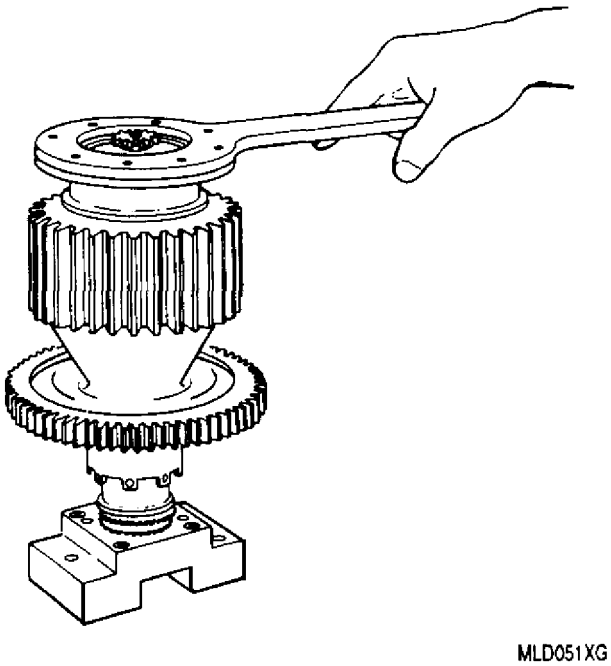
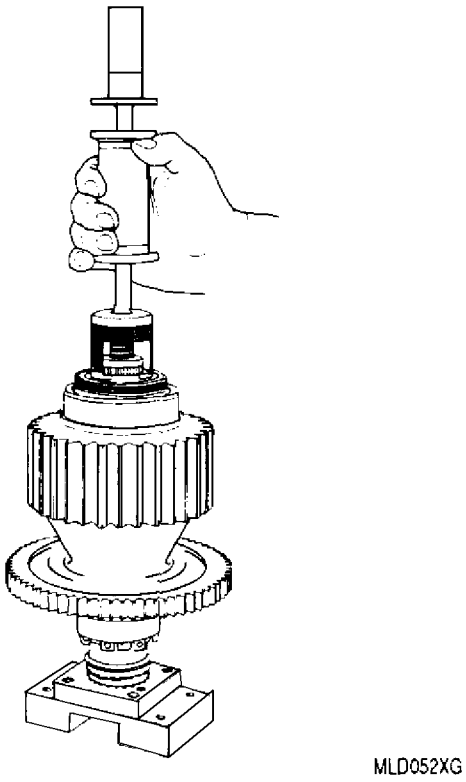

Figure 1. Removing Pinion Shaftgear Front Bearing Retaining Nut Using 6796253 Support and 6797897 Wrench
Figure 2. Removing Scavenge Pump Drive Pinion Gear Using 6796559 Puller
b. Remove front bearing retaining nut as follows: (figure 1)
(1) Install pinion shaftgear into 6796253 support.
(2) Remove internal retaining ring and headed pin.
(3) Remove retaining nut using 6797897 wrench.
c. Remove scavenge pump drive pinion gear from pinion shaftgear using 6796559 puller (figure 2).